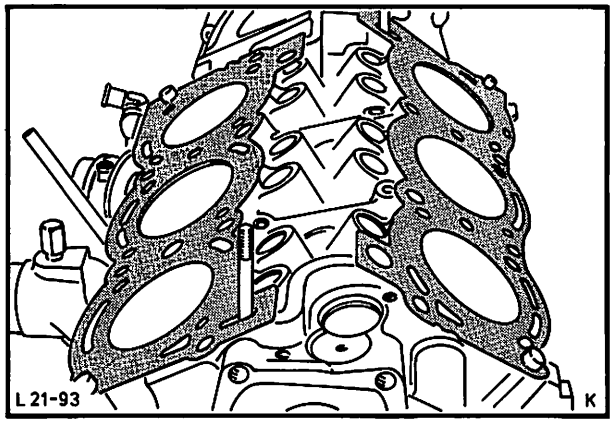

Abb. 126 Zylinderkopfdichtungen auflegen
61. Zylinderkopfdichtungen über die Führungshülsen auf den Zylinderblock legen, Abb. 126. Linke und rechte Zylinderkopfdichtung sind unterschiedlich.